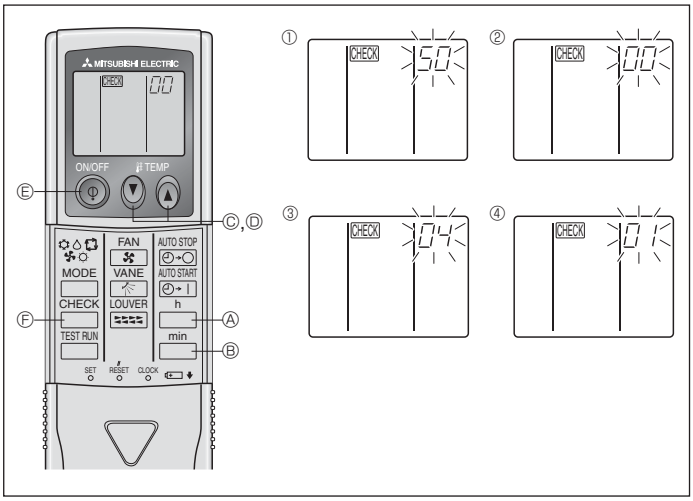

Fig. 6-11
⑧ Appuyer sur la touche MODE Ⓔ, les numéros de programmation et de mode (Ⅰ) et (Ⅱ) changeront et seront continuellement affichés, et les détails de la programmation pourront être confirmés.
⑨ Appuyer simultanément sur les touches FILTER Ⓐ et TEST RUN Ⓑ pendant au moins 2 secondes. L'écran de sélection des fonctions apparaît momentanément, et l'affichage d'arrêt du climatiseur apparaît.
2) Pour la télécommande sans fil infrarouge (Fig. 6-11)